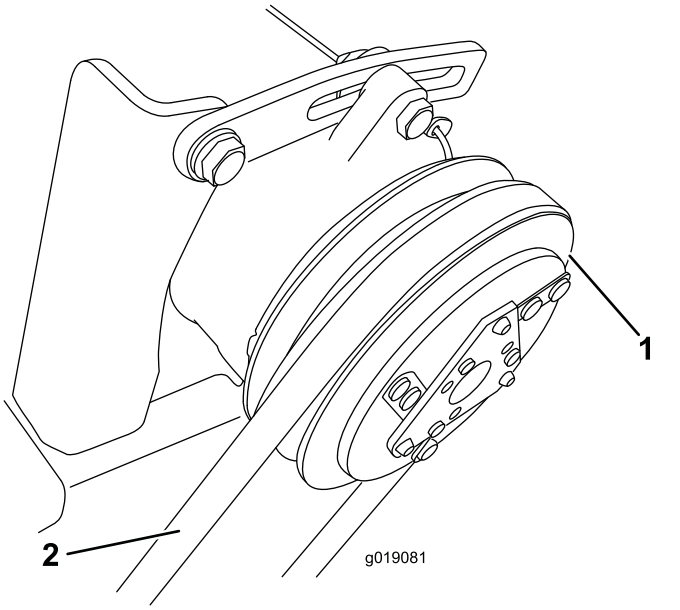

Bild 37
2. Prüfen Sie die Riemenspannung, indem Sie eine Kraft von 40 N auf den Riemen (Bild 37) in der Mitte zwischen der Motorriemenscheibe und der Kompressorriemenscheibe ausüben.